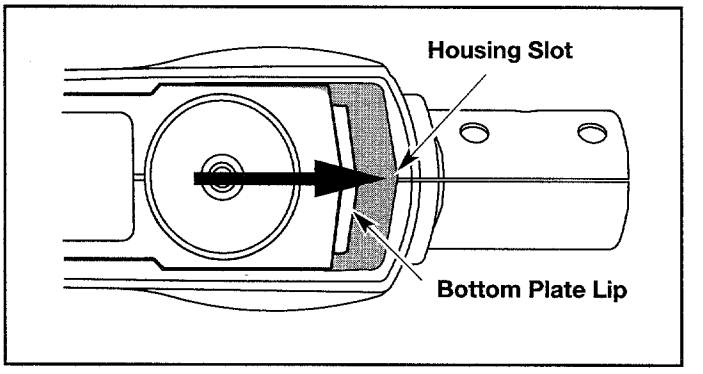

Fig. 14
6. Install the bottom plate lip into the slot of the housing (Fig. 14). Install the two (2) bottom plate screws. Torque screws to **10-15 in•lbs.**